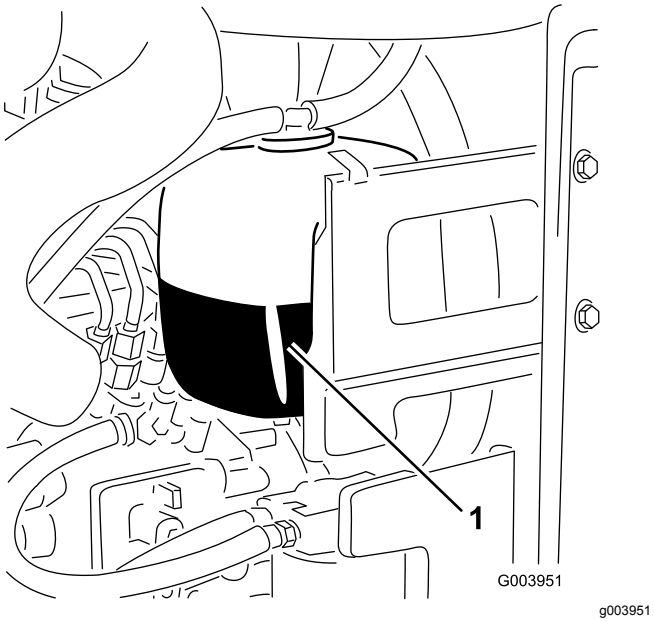

Figur 58
1. Kontroller kjølemiddelnivået i ekspansjonstanken (Figur 58).